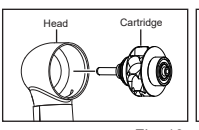

Fig. 10
10) Carefully insert the new cartridge into the head (Fig. 10).